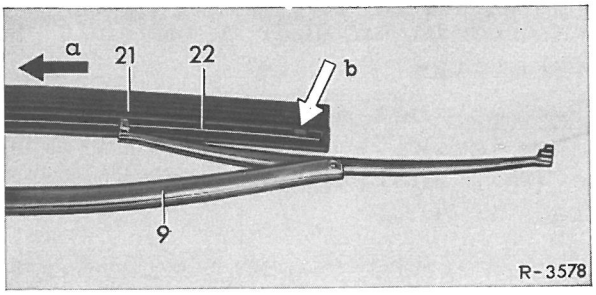

Fig. 82-4/3
2 Profilgummi (21) samt de to holdefjedre (22) skydes i den ene ende ud af holderne på viskerbladet (9) i den retning, pilen a angiver (fig. 82-4/3).
4 Profilgummiet (21) tages forsigtigt ud af viskerbladets (9) holdere (fig. 82-4/3).